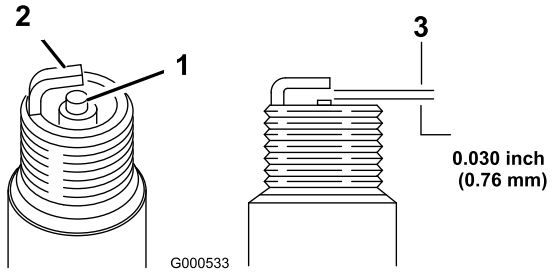

Rysunek 29
2. Odłącz kabel od świecy zapłonowej (Rysunek 29).
5. Ustaw przerwę na świecy na 0,76 mm (Rysunek 29).